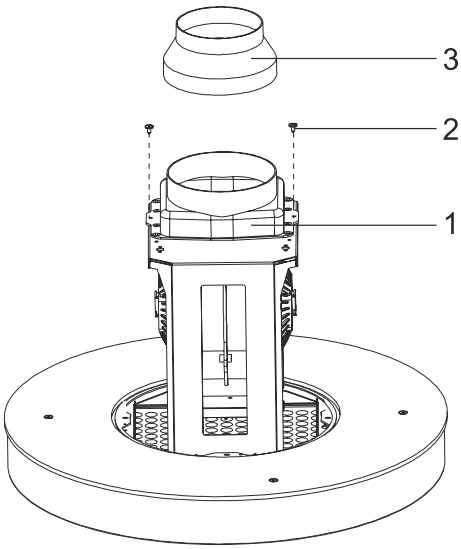

Fig. 15
8. Montér Ø150mm aftræksstuden med 2 stk. 3,5x9,5 skruer. Brug kun reduktionsadapteren hvis det er nødvendigt. (Læs mere om aftræksforhold under Service, fejlsymptomer og løsninger) (Fig. 15).